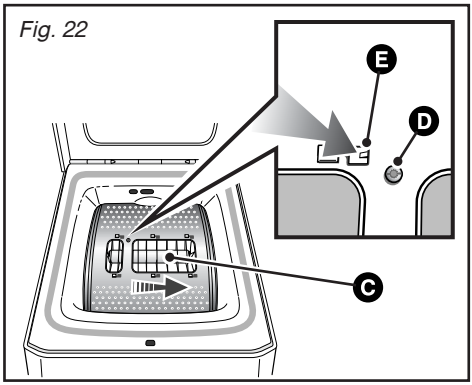

Fig. 22
– tournez le tambour pour positionner les portillons fermés vers le bas : vous voyez apparaître une pièce en plastique C *(Fig. 22)*